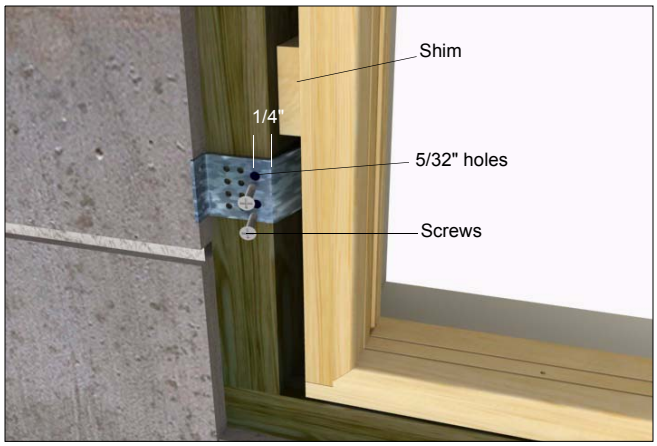

Figure 6 Unit Installation.
2. Bend brackets against wood framing as shown in figure 6. Attach structural brackets to wood framing with two 1 5/8″ (41) sheet rock screws, making sure that the screws are no more than 1/4″ (6) from the bend in the bracket (edge of the wood buck). Angle the screws approximately 15 degrees toward the thicker part of the framing member.